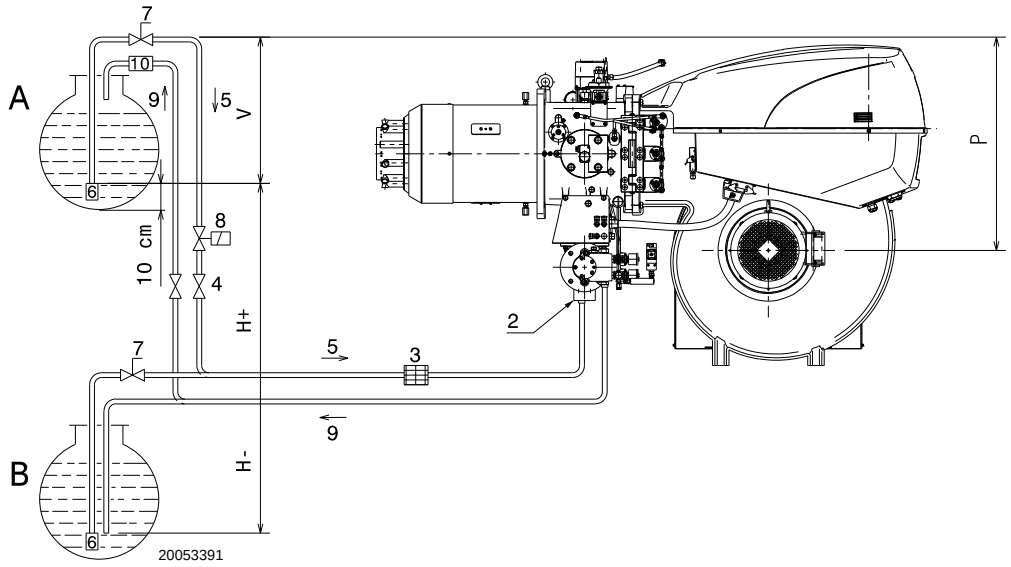

**Fig. 18**
**Cuve située plus haut que le brûleur A** (Fig. 18)
**Cuve située plus bas que le brûleur B** (Fig. 18)
Légende (Fig. 18)